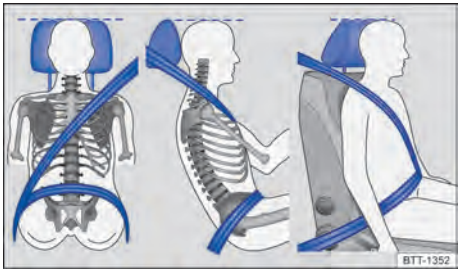

Fig. 33 Posición correcta de la banda del cinturón y ajuste correcto del apoyacabezas. ▶
– Dejar el cinturón de seguridad siempre plano y sin la banda torcida sobre el cuerpo. De ser necesario, estirar un poco la banda del cinturón de seguridad→ fig. 33.